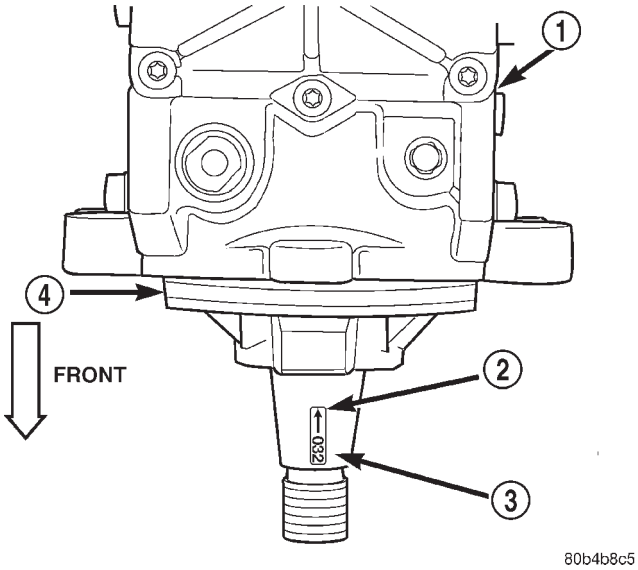

Fig. 41 Keyway, Keyway Arrow and Keyway Number
(16) Remove injection pump from gear housing. **Take care not to nick injection pump shaft on aluminum gear housing when removing pump. Also be very careful not to drop pump keyway (Fig. 41) into gear housing.**
(3) Install new rubber o-ring (Fig. 41) at pump mounting area.
(6) The pump/gear keyway has an arrow and a 3–digit number stamped at top edge (Fig. 41). Position keyway into pump shaft with **arrow pointed to rear of pump.** Also be sure 3–digit number stamped to top of keyway is same as 3–digit number stamped to injection pump data plate (Fig. 43). If wrong keyway is installed, a diagnostic trouble code may be set.